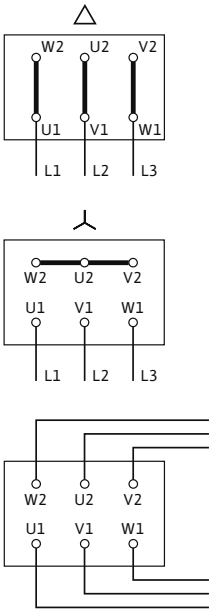

Fig. 17: Nätanslutning
Anslutningsschemat för elanslutningen finns på insidan av kopplingsboxlocket (se även Fig. 17).
- Nätanslutningen är beroende av motoreffekten P_2, nätspänningen och tillslagstypen. Den nödvändiga kopplingen av byglingarna i kopplingsboxen beskrivs i listan ”Tab. 4: Anslutningsplintarnas användning” på sidan 17 samt i Fig. 17.